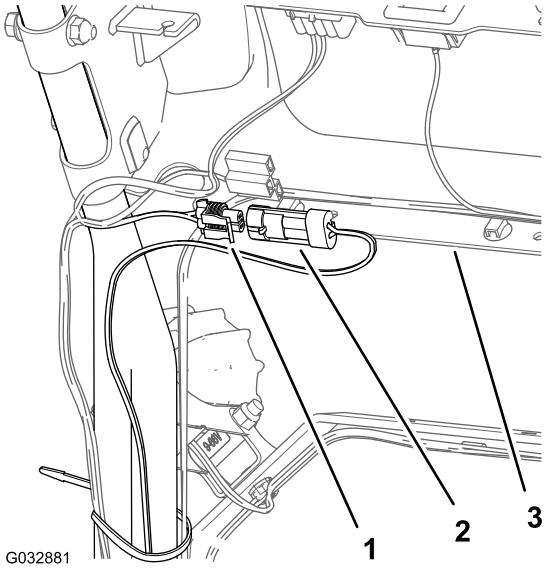

Figura 14
4. Nella parte posteriore della consolle, collegate il connettore a 2 pin del cablaggio preassemblato del Kit luci LED al connettore a 2 prese del cablaggio preassemblato del Kit cablaggio luci LED e contaore wireless (Figura 14).